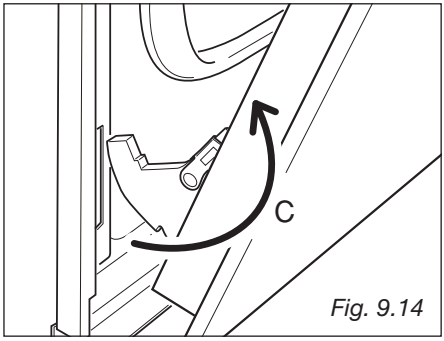

Fig. 9.14
– Estrarre i ganci delle cerniere (destra e sinistra) dal loro alloggiamento (freccia **C** - Fig. 9.14).